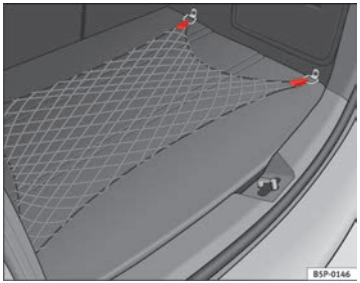

Fig. 108 Luggage compartment net
– Use the fastening rings located on the side of the luggage compartment to attach the storage net ⇒ Fig. 108.